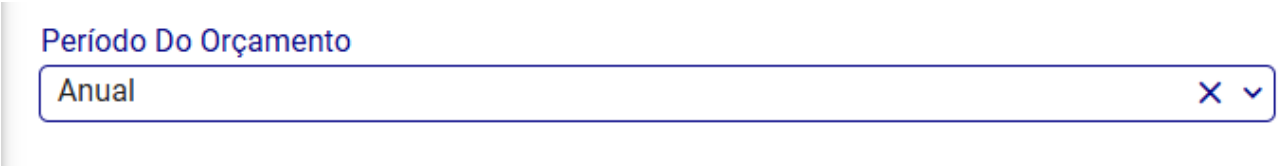

Figura 27: Período do Orçamento
- **Período do Orçamento (Figura 27):** Define a periodicidade do orçamento: Mensal, Bimestral, Trimestral, Quadrimestral, Semestral ou Anual.